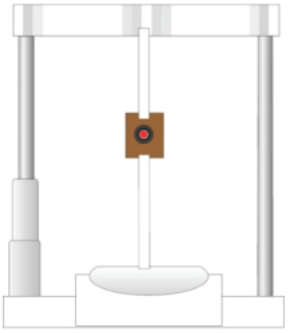

Figure 3: Burn mark after firing the treatment laser
10. Inspect the burn mark through the binoculars to check that the aiming beam spot coincides with the burn mark *(See Figure 3)*
9. Inspect the burn mark through the binoculars to check that the aiming beam spot coincides with the burn mark *(See Figure 3 in the above section 2.2.3)*